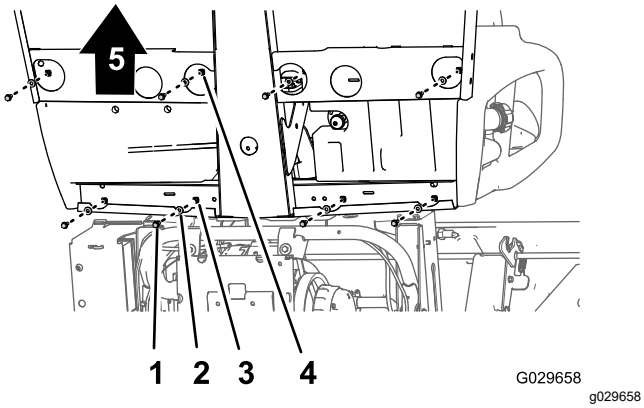
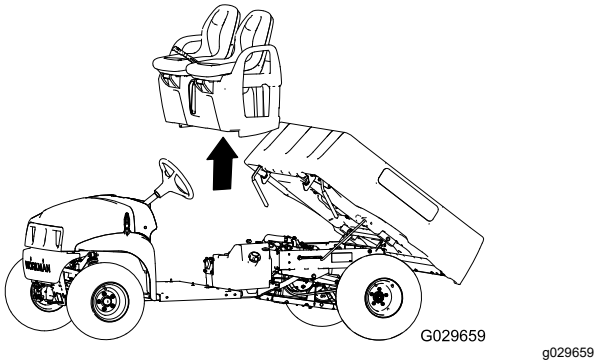

Figur 45
Figur 46
1. Fjern de otte flangehovedbolte og otte spændeskiver i bunden af maskinen, der fastgør sædesoklen til gulvpladen og kanalen i førerhusets bagende (Figur 45).
2. Løft forsigtigt sæderne, sædesoklen og parkeringsbremsens kabler af maskinen (Figur 45).
1. Løft sæderne og sædesoklen på maskinen og juster bremsekablerne i forhold til chassiset (Figur 45 og Figur 46).
2. Ret hullerne i sædesoklen ind efter hullerne i gulvpladen og kanalen i førerhusets bagende (Figur 46 og Figur 45).